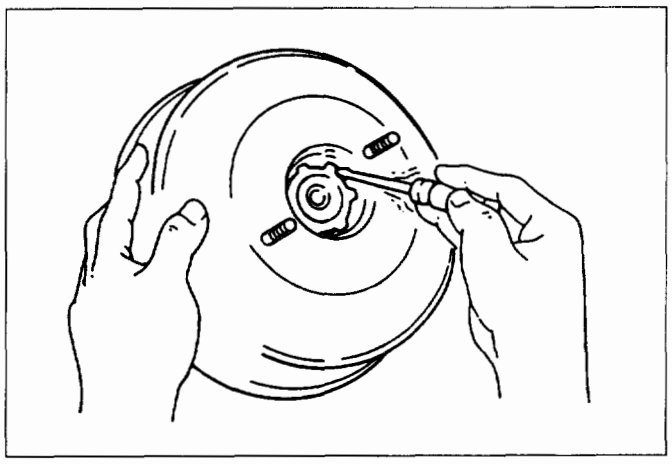

Fig. 5A1-9
- Use a small screwdriver to pry out the retainer. Gently pull out the plate and seal assembly from the shell (Fig. 5A1-9).